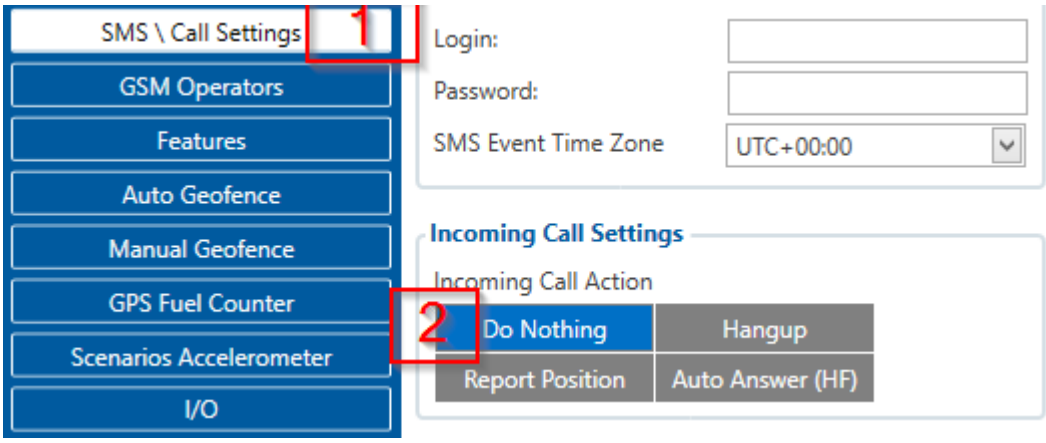

Figure 41 Incoming Call Action settings
9. Go to "**SMS \ Call Settings**" in left menu and set "**Incomming Call Action**" to "**Do Nothing**" visible at **Figure 41**.